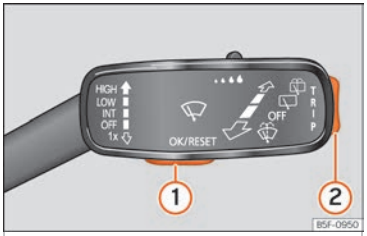

Fig. 76 Wiper lever: control keys.
As long as a priority 1 ››› page 77 warning is active, it will not be possible to access any menu. Some warnings can be confirmed and hidden with the button ››› Fig. 76 ① .